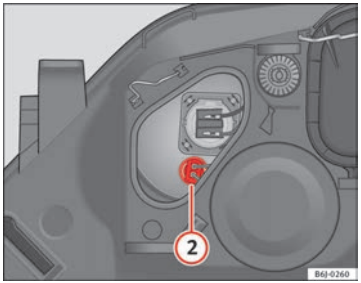

Fig. 162 Side lights ▶
– Remove connector ⇒ Fig. 162 (2) by pulling outward.